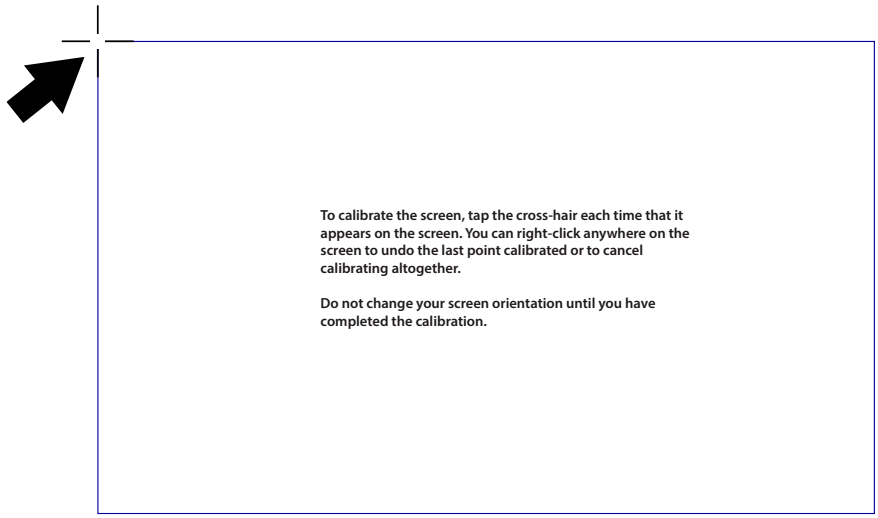

Figure 14-4 *Calibrating the Touch Screen*
The Calibration screen is displayed (Figure 14-4).
4. Using the stylus, follow the screen prompts and tap on the center of the cross-hairs as they appear at each corner on the screen (Figure 14-4).